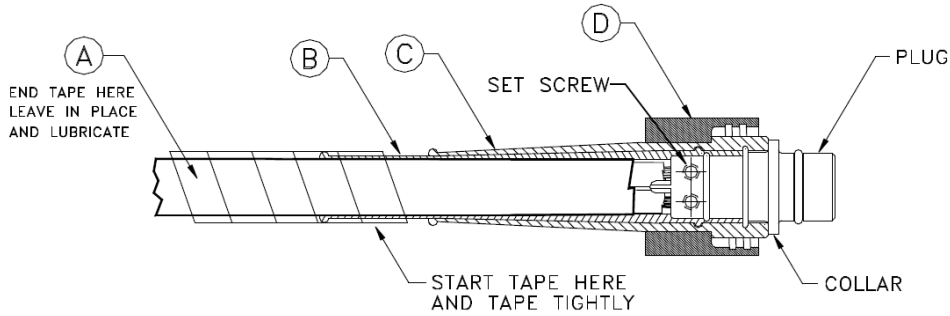

ABBILDUNG 7
2.9 Schieben Sie die innere Kabelhülle (B) über den Stecker, bis sie plan mit der ersten Stufe des Verschlusses abschließt (Abb. 7)
2.13 Schieben Sie die äußere Kabelhülle (C) über die innere Kabelhülle (B), bis sie plan mit der zweiten Stufe des Verschlusses abschließt (Abb. 7)